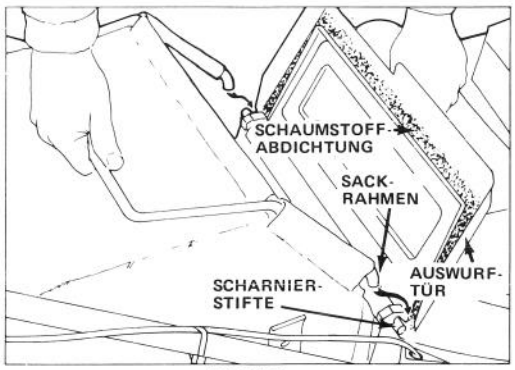

Bild 11
2. EINBAU DES SACKS – Auswurftür anheben und Sackrahmen auf scharnierstifte haken (Bild 11). Den Sack auf dem Mähergehäude über der Auswurföffnung aufliegen lassen. Tür schließen und sicherstellen, daß der obere Rand der Sacköffnung abgedichtet ist.